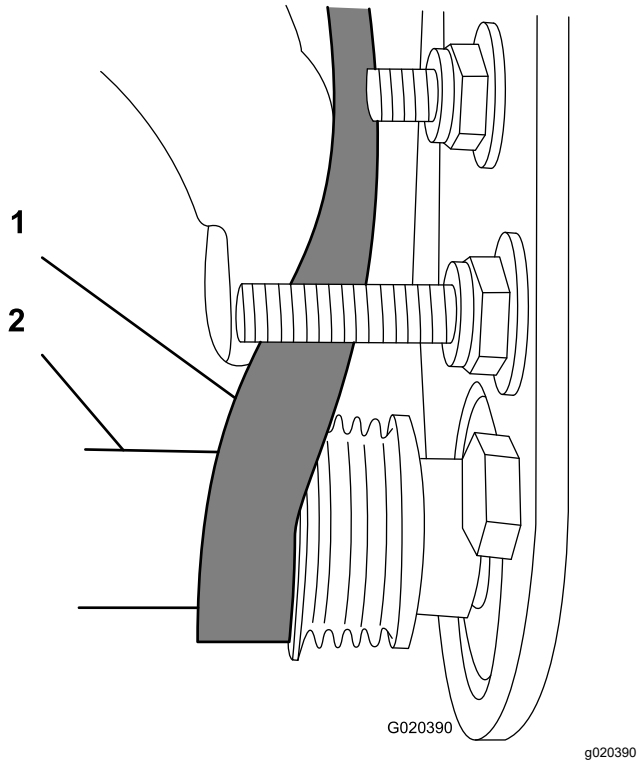

Figur 17
- Starta remmen på den **drivna skivan** (Figur 17).
- Rotera borstenheten och styr remmen på den drivna skivan genom att använda en djupbrunnshylsa (9/16 tum) (Figur 17).